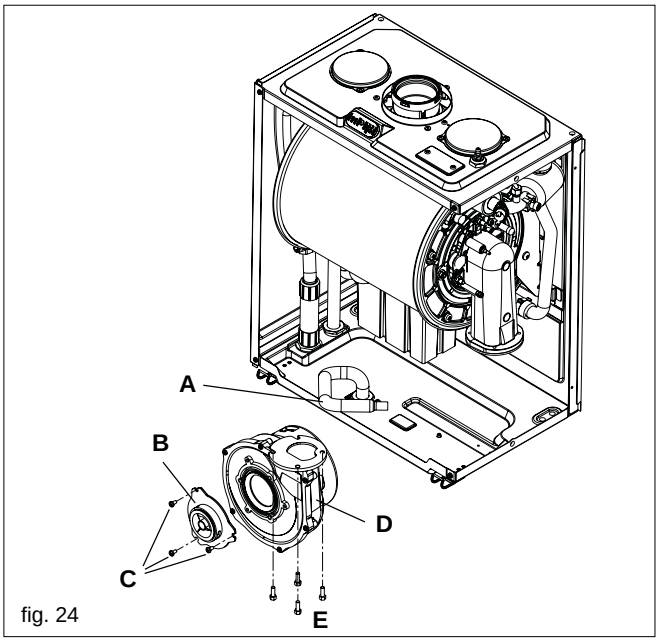

fig. 24
6.14 FLUE FAN & MIXER (fig. 24)